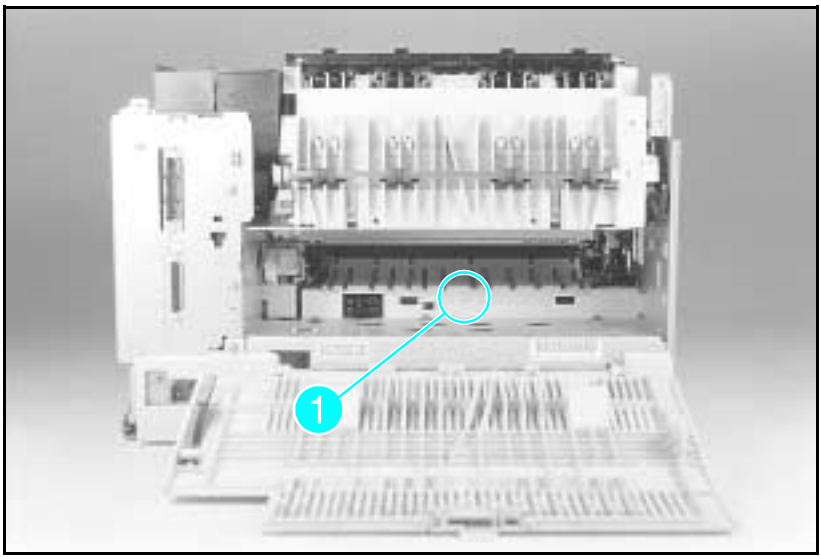

Figure 6-52 Guide Plate Cover Screw
1. Remove the (1) screw from the sheet metal Guide Plate Cover. (This screw is behind the Fuser Assembly, see Figure 6-52, callout *1*).